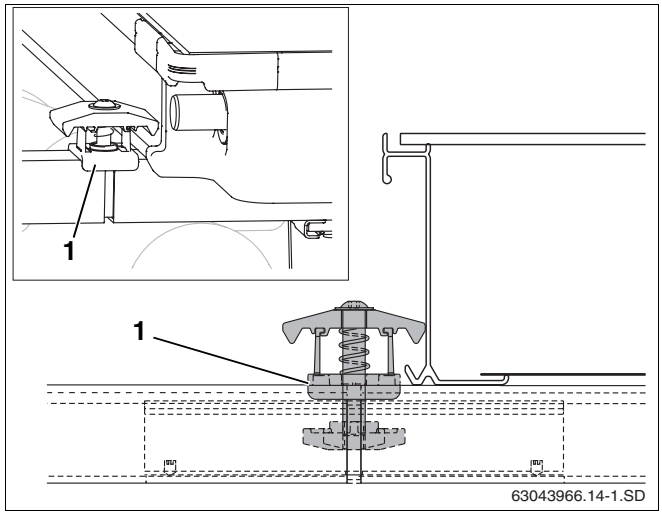

Abb. 44 Doppelseitigen Kollektorspanner montieren
- Doppelseitigen Kollektorspanner mit der Mutter voran so in die Öffnung der Profilschiene und Steckverbinder legen, dass der Kunststoff-Distanzbock (Abb. 44, **Pos. 1**) die Profilschiene umgreift.